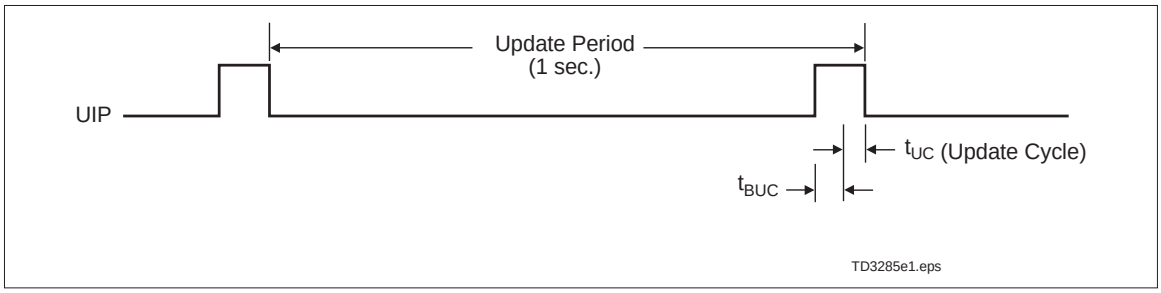

Figure 2. Update Period Timing and UIP
The update period for the bq3285ED/LD is one second. The bq3285ED/LD updates the contents of the clock and calendar locations during the update cycle at the end of each update period (see Figure 2). The alarm flag bit may also be set during the update cycle.
The update-in-progress bit (UIP) in register A is set t_{BUC} time before the beginning of an update cycle (see Figure 2). This bit is cleared and the update-complete flag (UF) is set at the end of the update cycle.